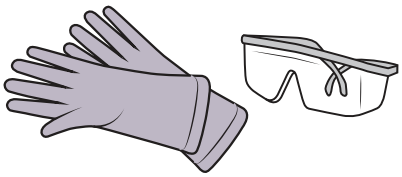

Abbildung 68
7. Ziehen Sie **Schutzhandschuhe und eine Schutzschürze an und setzen Sie die Schutzbrille auf**. Siehe Abbildung 68.